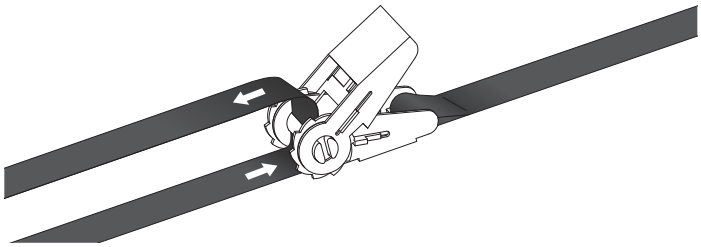

FIGURE 12B
b. Pull tail of long strap until most of the slack is taken out. Be sure entire strap is even and at the same level all around tree. **SEE FIGURE 12B.**